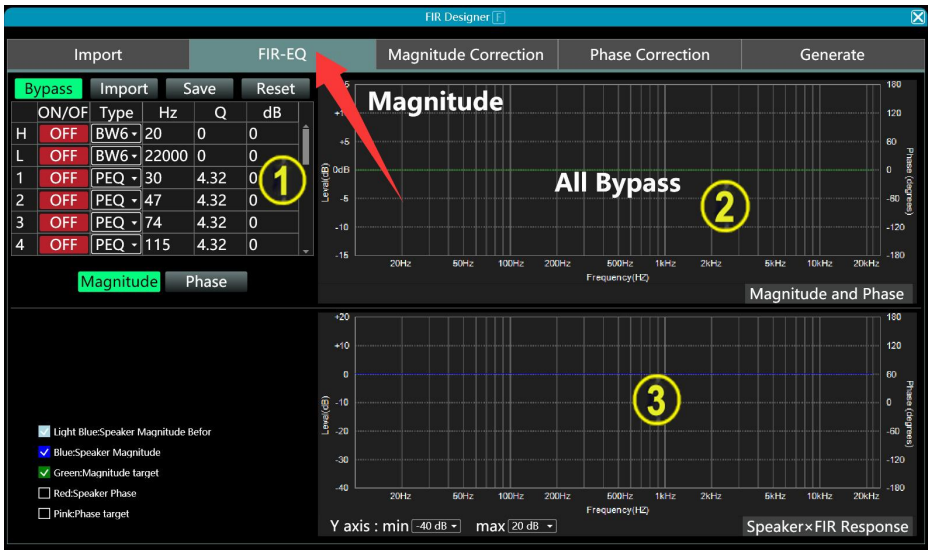

Figure 4.0
⑧: Modify the display area of the FIR target curve here.
2. FIR design interface: click on FIR-EQ to switch to it (as shown in Figure 4.0 below)